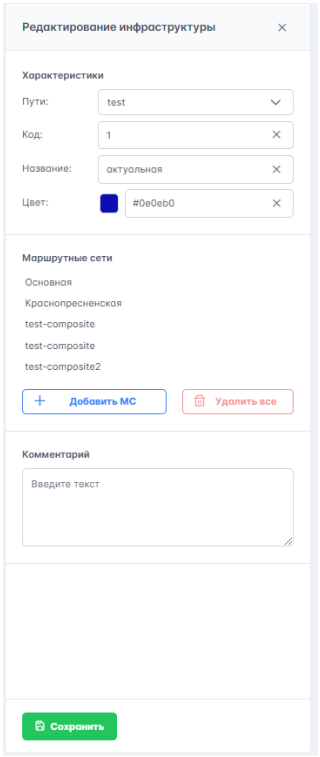

Рисунок 22 – Редактирование инфраструктуры
1. В строке записи инфраструктуры нажать на , справа от таблицы данных откроется окно редактирования инфраструктуры (рисунок 22).